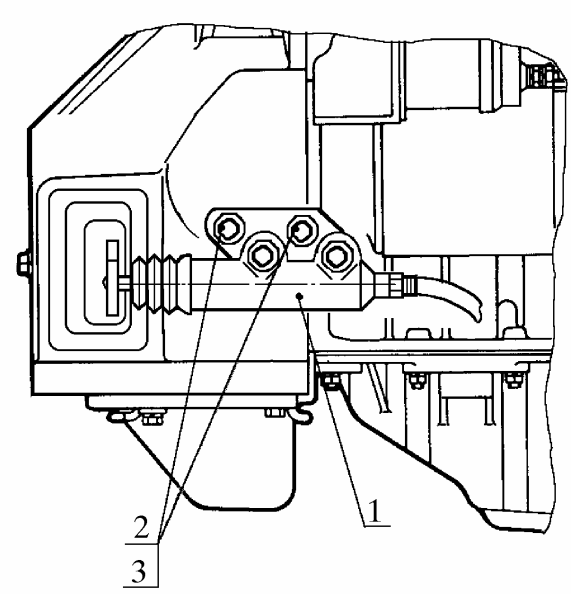

Рис. 13. Снятие цилиндра выключения сцепления с кронштейном в сборе:
4.8. **Снять цилиндр 1** (рис. 13**) выключения сцепления** с кронштейном в сборе, вывинтив и сняв два болта 2 с шайбами 3 его крепления.